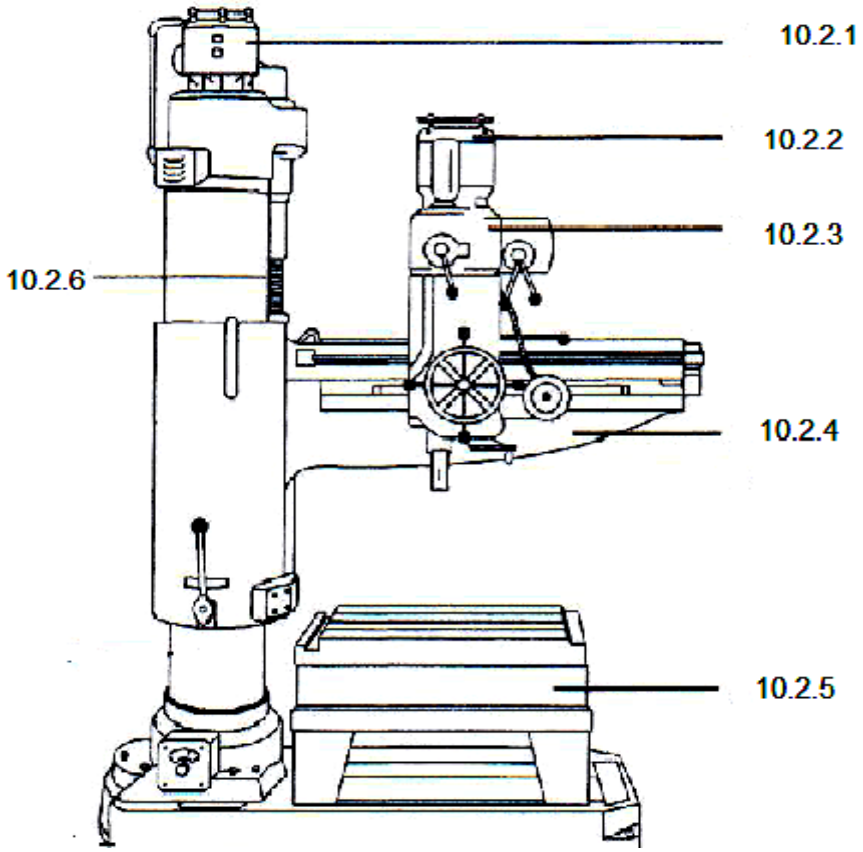

FIGURE 2
10.2 FIGURE 2 depicts a radial drilling machine.